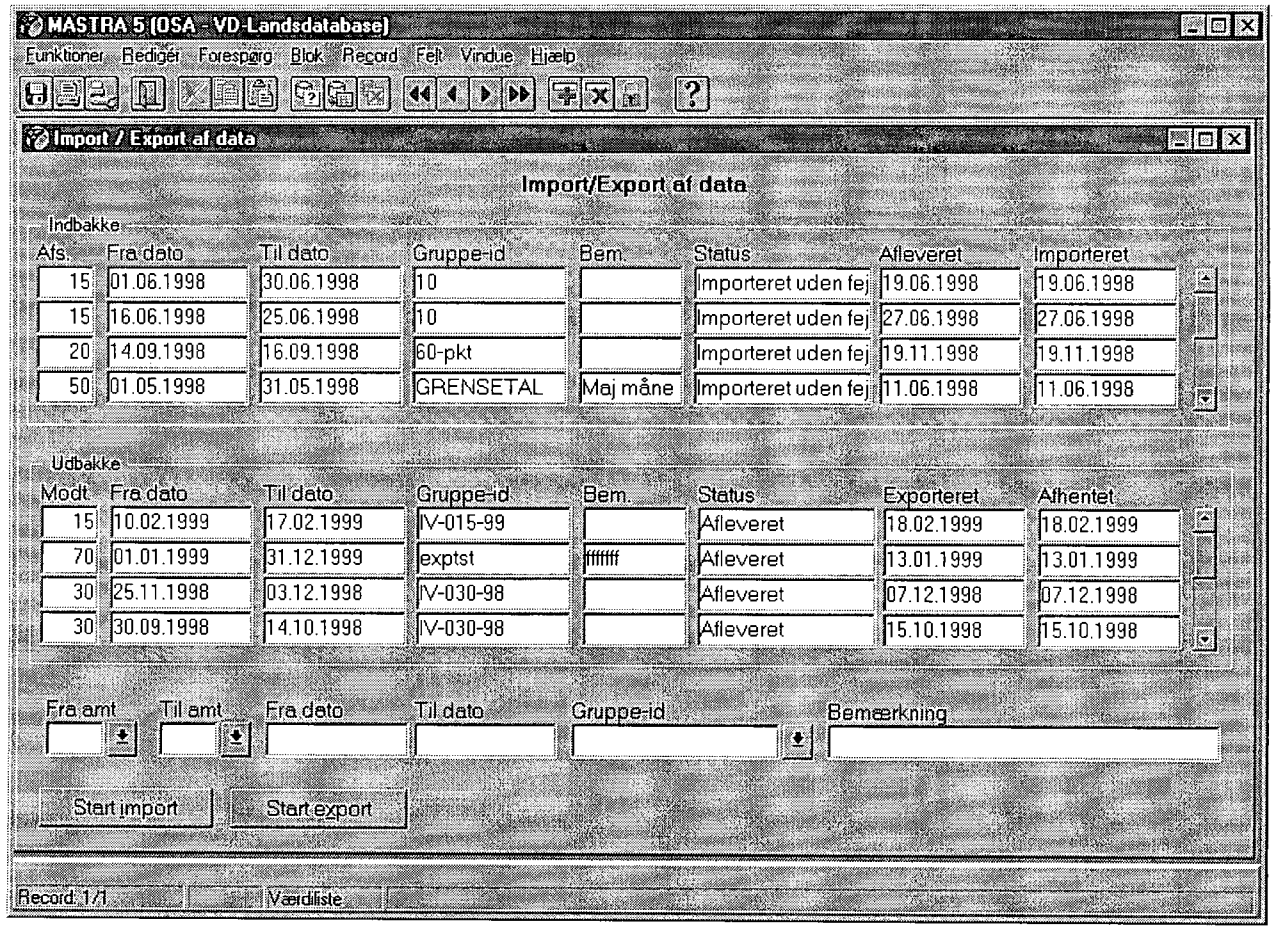

Figur 7.1 *Vindue til import og eksport af data.*
- I menuen "Indlæg data" vælges "Import/eksport af data, og vinduet vist i figur 7.1 åbnes.